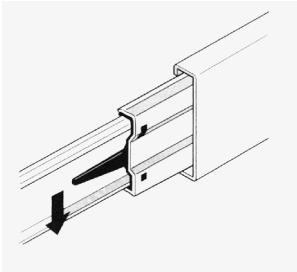
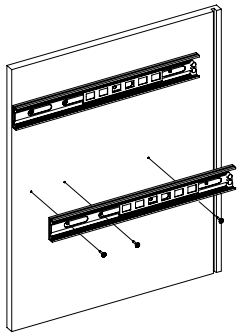

Рис.1
Рис.2
1. Подготовьте детали к сборке. Отсоединить от основания телескопических направляющих внутренние планки, отогнув пластиковый рычажок фиксатора (Рис. 1). Основания телескопических направляющих закрепить на деталях 4 и 5 шурупами 3,5х16 (Рис. 2).